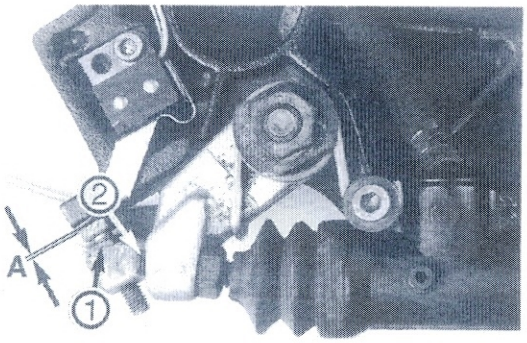

Bild 40
- Zur besseren Darstellung ist Einstellung bei abgenommener Fussrastenplatte aufgenommen worden (Bild 40).